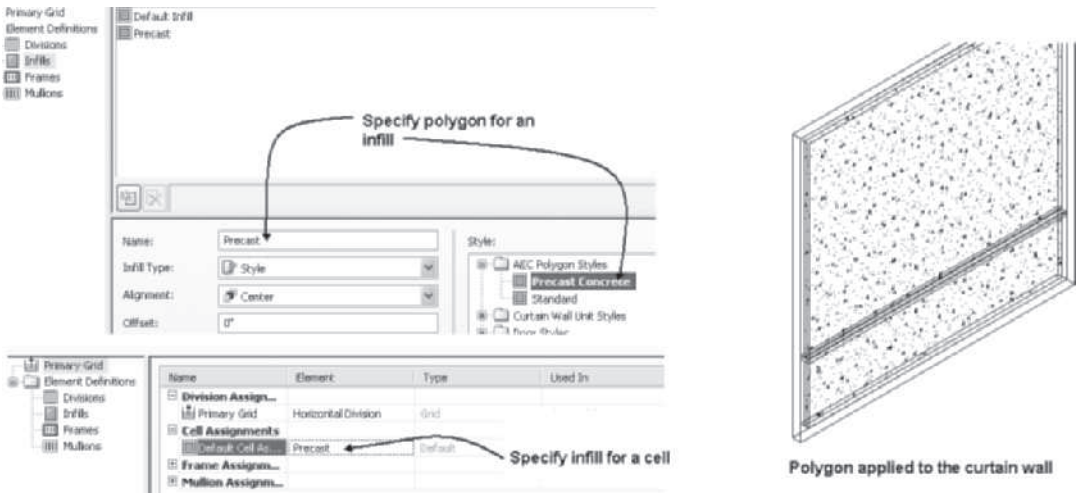

FIGURE 6.50 *AEC Polygon assigned as an infill style*
3. Select **Infills** in the left pane and select the **New Infill** button. Type a name, such as **Precast**, to name the new infill in the bottom pane. Edit the Infill type to **Style,** and expand the **AEC Polygon Styles** in the Style window. Select the name of an AEC Polygon, such as **Precast Concrete**, as shown in Figure 6.50.
5. Click **OK** to dismiss the Curtain Wall Style Properties – style name dialog box. Select **SE Isometric** to view the AEC Polygon assigned to the cells of the curtain wall, as shown at the right in Figure 6.50.